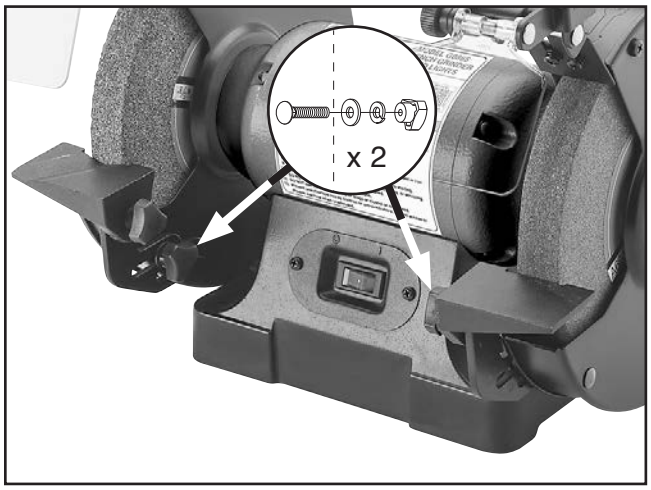

Figure 13. Tool rest assemblies attached to inner wheel guard.
5. Assemble right tool rest using (1) right tool rest bracket, (1) right tool rest, (1) 6mm flat washer, and (1) M6-1 x 16 knob bolt.
6. Place bottom slot of tool rest bracket over stud on inner wheel guard, then attach tool rest assembly to inner wheel guard using (1) pre-installed M5-.8 x 50 carriage bolt, 5mm fender washer, 5mm lock washer, and M5-.8 knob (see **Figure 13**). Repeat for second tool rest assembly.